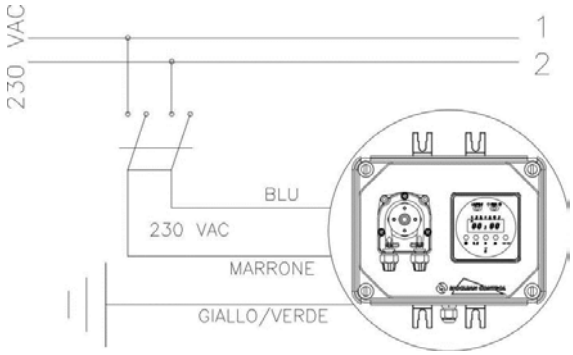

fig. 2
b. - Respecter les normes en vigueur dans les différents pays pour ce qui est de l'installation électrique (fig. 2).